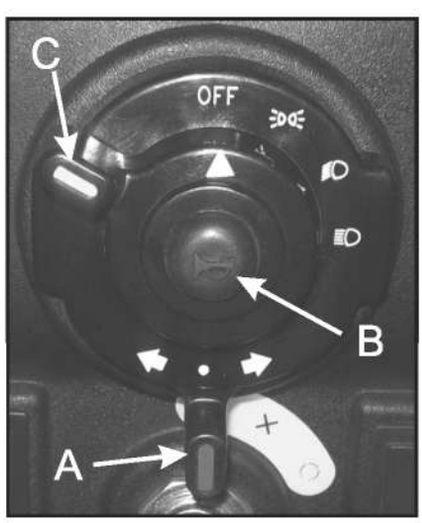

Рис. 3.3.2b
3.3.2b Комбинационный переключатель (рис. 3.3.2b):